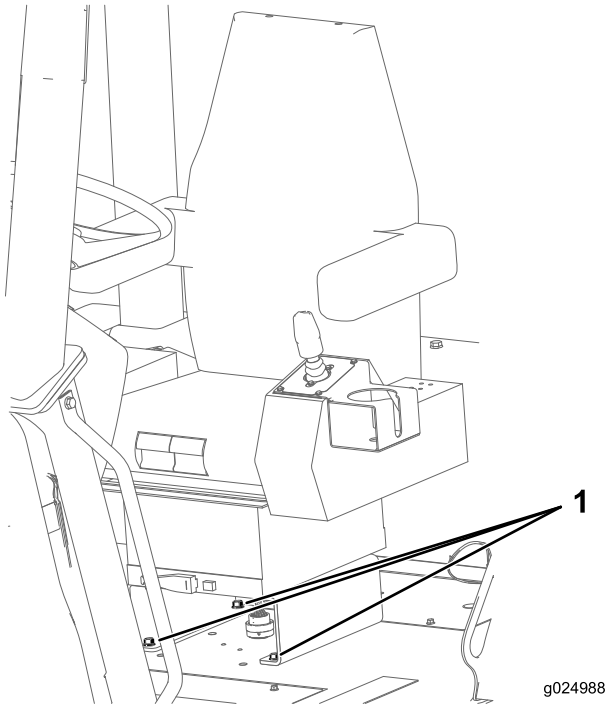

Rysunek 112
1. Sprawdź, czy śruby mocujące fotel do podwozia maszyny są dokręcone momentem obrotowym 27–34 N·m; patrz Rysunek 112.